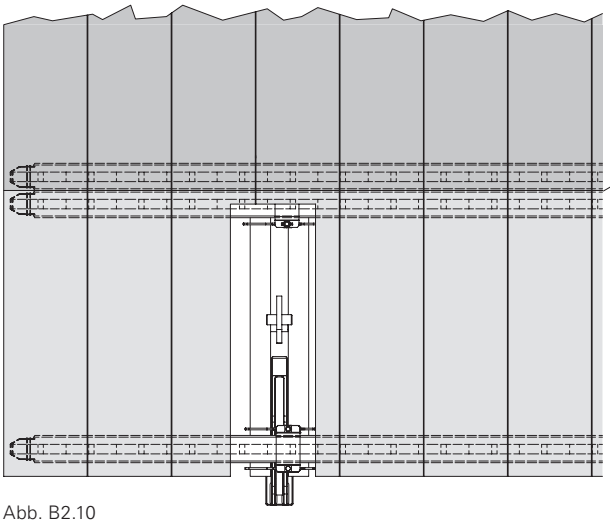

Abb. B2.10
- Stöße der Belagbohlen immer mit doppelten Bühnenträgern ausführen (Abb. B2.10).